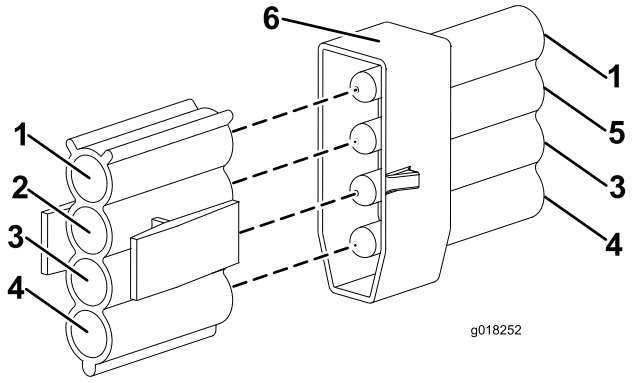

**図 14**
13. 配線パネルにあるコネクタの中の、緑/赤の電線のついているコネクタを、先ほど印をつけておいた右側ランプ・アセンブリのコネクタに接続する（図 14）。